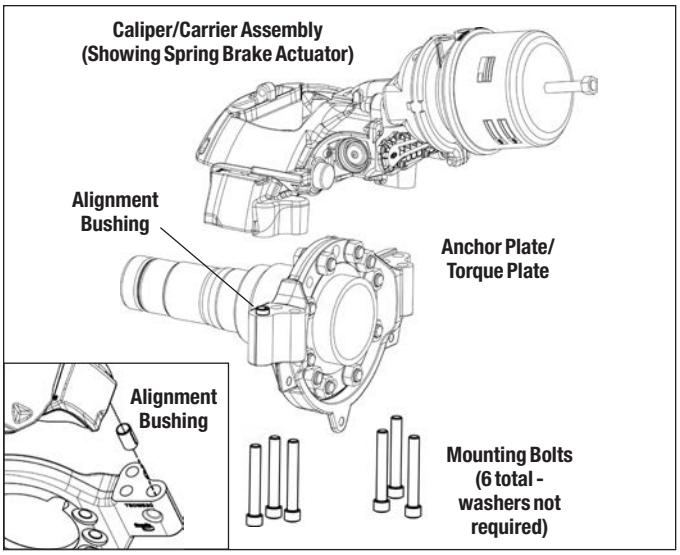

Figure 41 – Vertical Mount Caliper/Carrier
5.3.4 *See Figure 41.* Supporting the air disc brake by necessary means, remove the six (6) mounting bolts/washers and discard. *Note: Bendix strongly recommends that during reassembly these bolts are replaced – see your vehicle manufacturer for replacement hardware. Lift the caliper up off the anchor plate.*